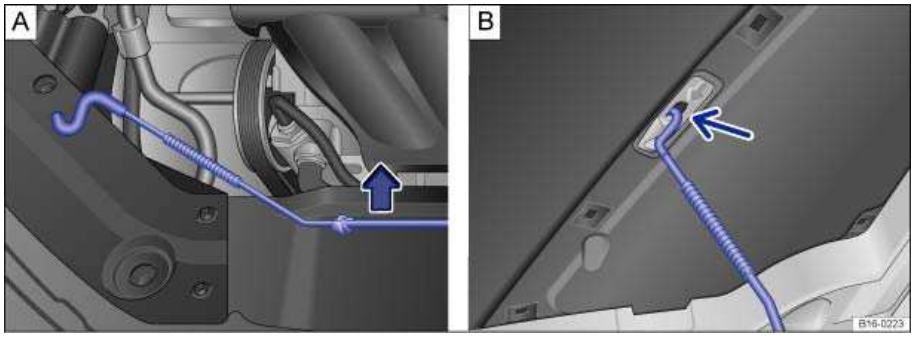

Fig. 141 A: In the engine compartment: Bracket for hood support. B: Hood propped open.
- Pull the hood support out of its bracket in the direction of the arrow ⇒ fig. 141 **A** and insert it into the opening in the hood **B** (arrow).